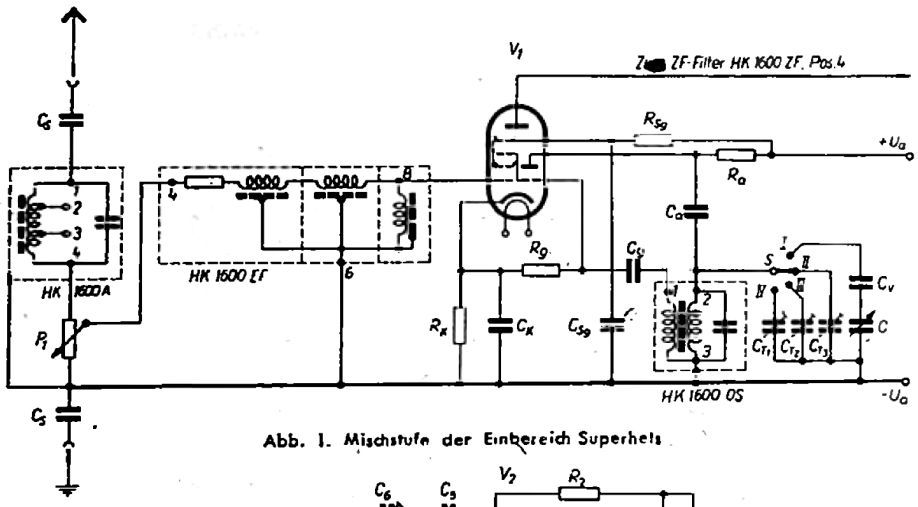
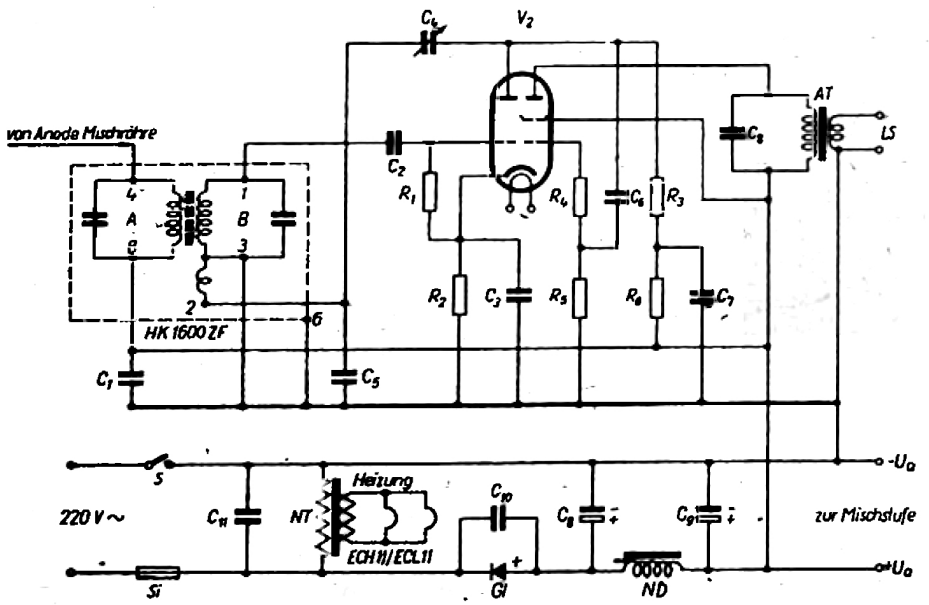

Abb. 1. Mischstufe der Einbereich Superhets
Abb. 3. ZF-, NF- und Netzteil der Wechselstromausführung
In Abb. 1 ist die Schaltung der Mischstufe gezeigt. Sie ist für die Allstrom- und Wechselstromausführung gleich, einige Unterschiede in der Dimensionierung gehen aus der zugehörigen Stückliste hervor. Die Schutzkondensatoren $C_8$ vermeiden Kurzschlüsse, da beide Ausführungsarten infolge fehlender Netztransformatoren direkt mit dem Lichtnetz in Verbindung stehen. Die Antennenspule HK 1600 A gestattet eine bessere Anpassung der Antenne an den Empfängereingang. Es sei hier gleich darauf hingewiesen, daß Kleinsuperhets dieser Art eine gute Antenne für Fernempfang benötigen. Das Antennenpotentiometer $P_1$ dient zur Regelung der auf das erste Gitter der Mischröhre gelangenden Antennenspannung und damit gleichzeitig zur Lautstärkeregelung. Für $P_1$ wird vom Hersteller des Spulensatzes ein Wert von 10 k-Ohm empfohlen; liegen aber schlechte Empfangsverhältnisse vor, dann kann man bis zu 100 k-Ohm gehen. Am besten wäre an dieser Stelle ein Differential-Drehkondensator von ca. 2×250 pF; er würde die geringste Dämpfung bringen. Bei ganz schlechten Empfangsverhältnissen kann man auf das Potentiometer $P_1$ verzichten und den Anschluß (4) der Antennenspule mit dem Anschluß (4) des Eingangsfilters verbinden. Die Empfindlichkeits- und Lautstärkeregelung muß dann durch einen veränderlichen Katodenwiderstand der Mischröhre geschehen, $R_k$ ist dann mit 1 k-Ohm zu wählen. Nach Möglichkeit ist aber bei einem Einbereichsuper ohne Vorselektion diese Schaltung zu vermeiden, da infolge stark einfallender Ortssender sich oft Pfeifstellen bilden. Das Eingangsfilter HK 1600 EF läßt einen Frequenzbereich von 150 ... 1500 kHz durch, die anderen Frequenzen werden stark gedämpft. Die Mischröhre $V_1$ ist normal geschaltet. Die Abstimmung des Oszillatorkreises erfolgt für die festeingestellten Sender durch die Trimmer $C_{T1-3}$ mittels des Schalters S, wobei für Berlin (841 kHz) und RIAS (610 kHz) noch Festkondensatoren von ca. 100 pF parallelgeschaltet sind. Der normale Abstimmkondensator C (500 pF) ist eine gute Ausführung mit festem Dielektrikum. Da auf den Empfang der Langwellensender verzichtet wurde, ist durch Einschalten einer Serienkapazität $C_V$ von ca. 600 pF der Empfangsbereich auf den Mittelwellenbereich beschränkt. Besser ist es natürlich, statt der Serienschaltung einen Drehkondensator von ca. 250 pF Maximalkapazität zu verwenden. Das Eingangsfilter und der Oszillatorspulensatz sind im Bauteil HK 1600 EFOS räumlich vereint. Am Filter ist keine Nachstimmöglichkeit vorgesehen; am Oszillatorsatz kann durch Einstellen eines Eisenkernes eine Nachgleichung erfolgen, falls der Empfangsbereich infolge Schaltkapazitäten nicht richtig liegen sollte. Erforderlich ist dies meist nicht.
In Abb. 3 ist schließlich die Wechselstromausführung dargestellt. Das Triodensystem ist als rückgekoppeltes Audion geschaltet. Für die Ausbildung des Rückkopplungskondensators $C_4$ gilt das entsprechend oben bereits Gesagte. Der NF-Teil ist normal. Für die Speisung der Heizfäden ist ein kleiner Netztransformator benutzt worden. Falls ein Transformator mit einer Anodenspannungswicklung vorhanden ist, kann dieser vorteilhaft benutzt werden. Man hat dann eine galvanische Trennung des Empfängers vom Lichtnetz, so daß dann die Schutzkondensatoren $C_5$ (Abb. 1) wegbleiben können.
**Stückliste zu Abb. 1. Mischstufe in Allstrom- und Wechselstromausführung**
**Stückliste zu Abb. 3. ZF-NF- und Netzteil der Wechselstromausführung**